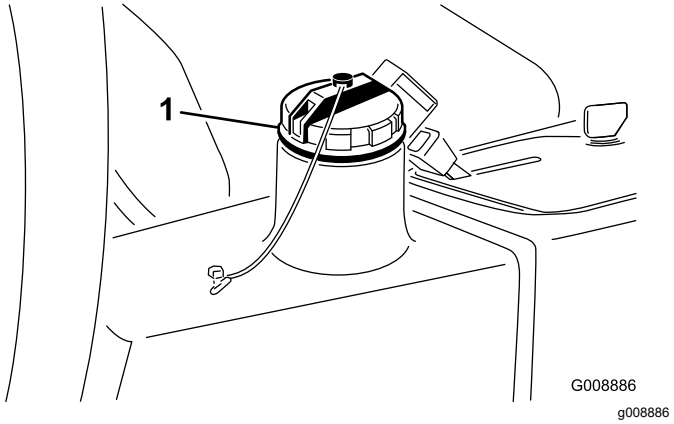

Figur 25
2. Rengjør rundt påfyllingshalsen og lokket på tanken for hydraulisk olje (Figur 25). Ta av påfyllingslokket.